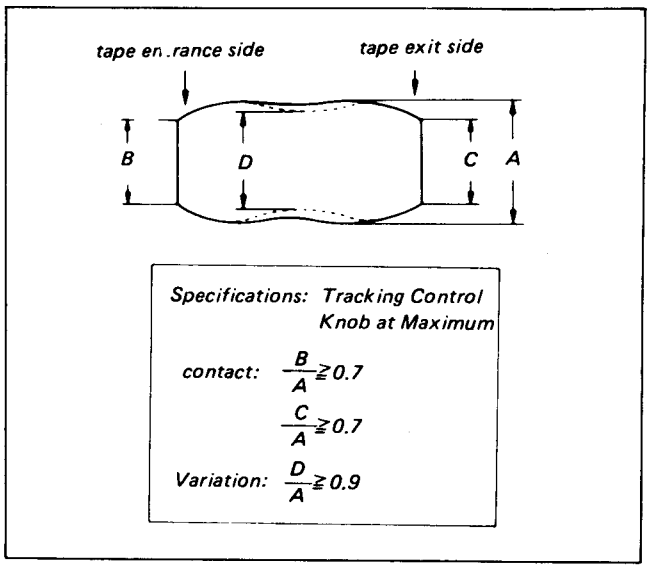

Fig. 4-2
5) Confirm that the RF output waveform is flat, with maximum amplitude. (The waveform should increase and decrease, remaining flat, when the tracking control knob is turned back and forth.) Also, when the waveform is maximum, confirm that the RF output waveform variation and contact satisfy the specifications shown in Fig. 4-2. If they do not, follow the instructions in 6).